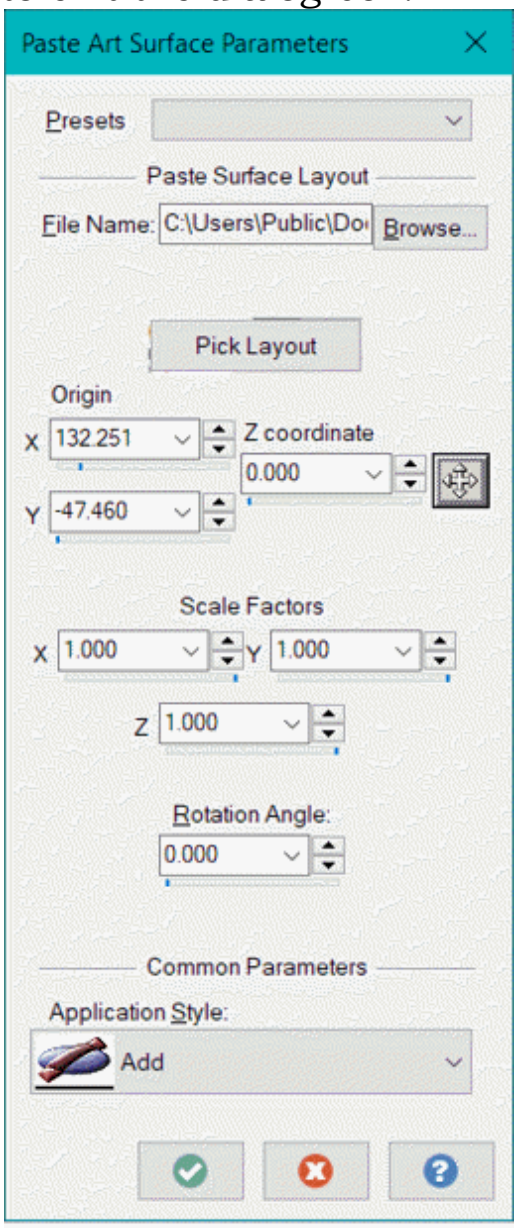

Figure-32. Paste Art Surface Parameters dialog box
- Click at desired locations on the base surface. The **Paste Art Surface Parameters** dialog box will be displayed; refer to Figure-32.